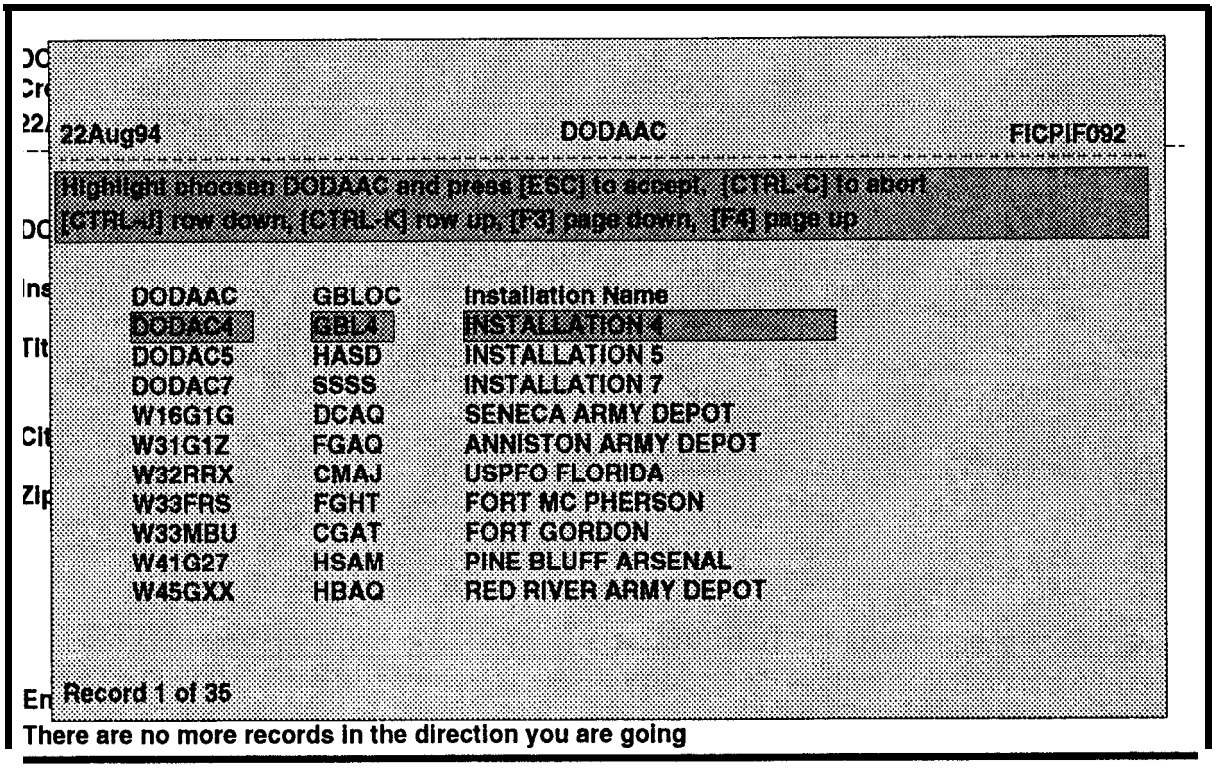
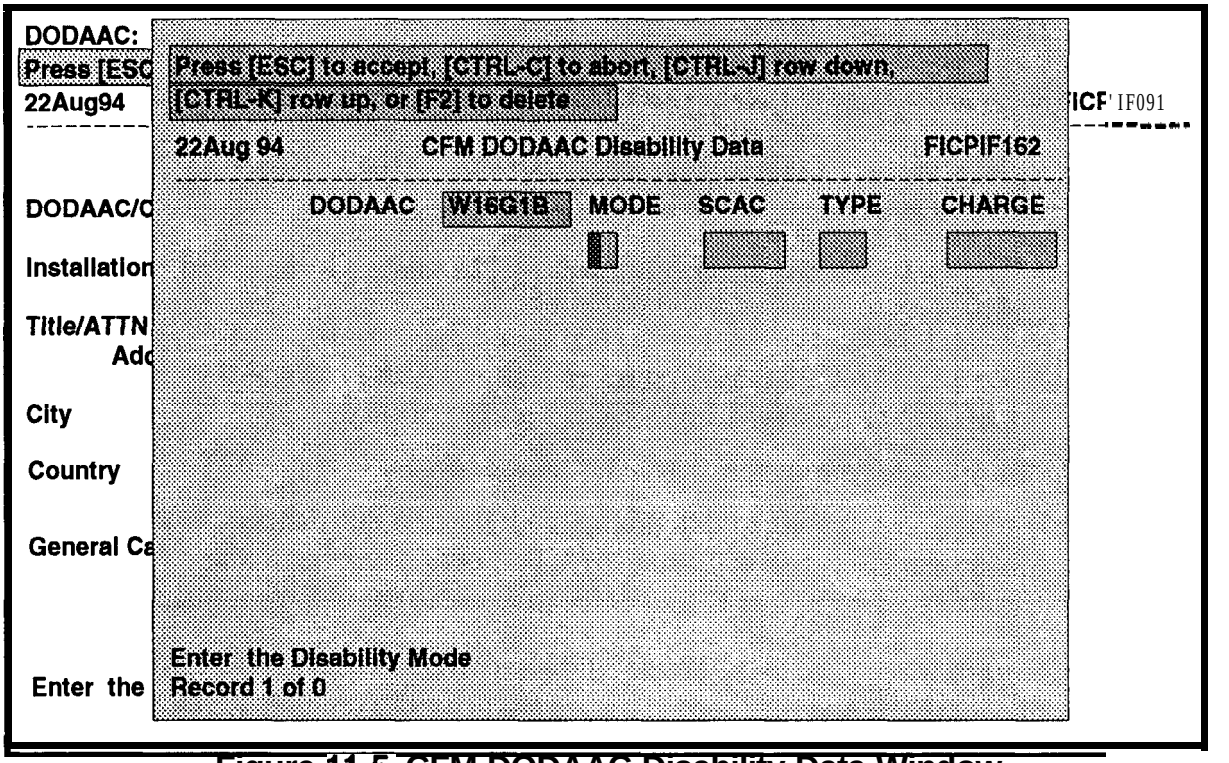

Figure 11-4. Modify DODAAC in Reference Table Screen
Figure 11-5. CFM DODAAC Disability Data Window
(1) You can query on any one of these fields by entering the appropriate information, or you can display the entire list of DODAACs as shown in Figure 11-4, by pressing **ESC.**
(2) Use the cursor control keys to highlight the DODAAC to be modified, and press **ESC.** The information for the selected DODAAC will be displayed in the DODAAC screen and the cursor will be in the **GBLOC** field
d. While in the **GBLOC** field, you can press F9 to access the CFM DODAAC Disability Data window as shown in Figure 11-5. The **DODAAC** field will automatically be filled from the DODAAC screen and the cursor will be in the **MODE** field.
(1) Enter the information for each field, pressing **RETURN** after each entry.
(1) You can query on any one of these fields by entering the appropriate information and pressing **ESC,** or you can press **ESC** while the DODAAC field is blank to display the entire list of available DODAACs as shown in Figure 11-4 (page 1 l-10).
(2) Use the cursor control keys to highlight the DODAAC to be deleted, and press **ESC.** The cursor will return to the DODAAC screen, all the data for this DODAAC will be displayed, and a prompt will be displayed:
(2) Use the cursor control keys to highlight the DODAAC to be viewed, and press **ESC.**
(3) All the data for this DODAAC will be displayed, and the cursor will return to the DODAAC: ring menu where you can select another option or press **E-Exit** twice to return to the Shipment Planning menu.